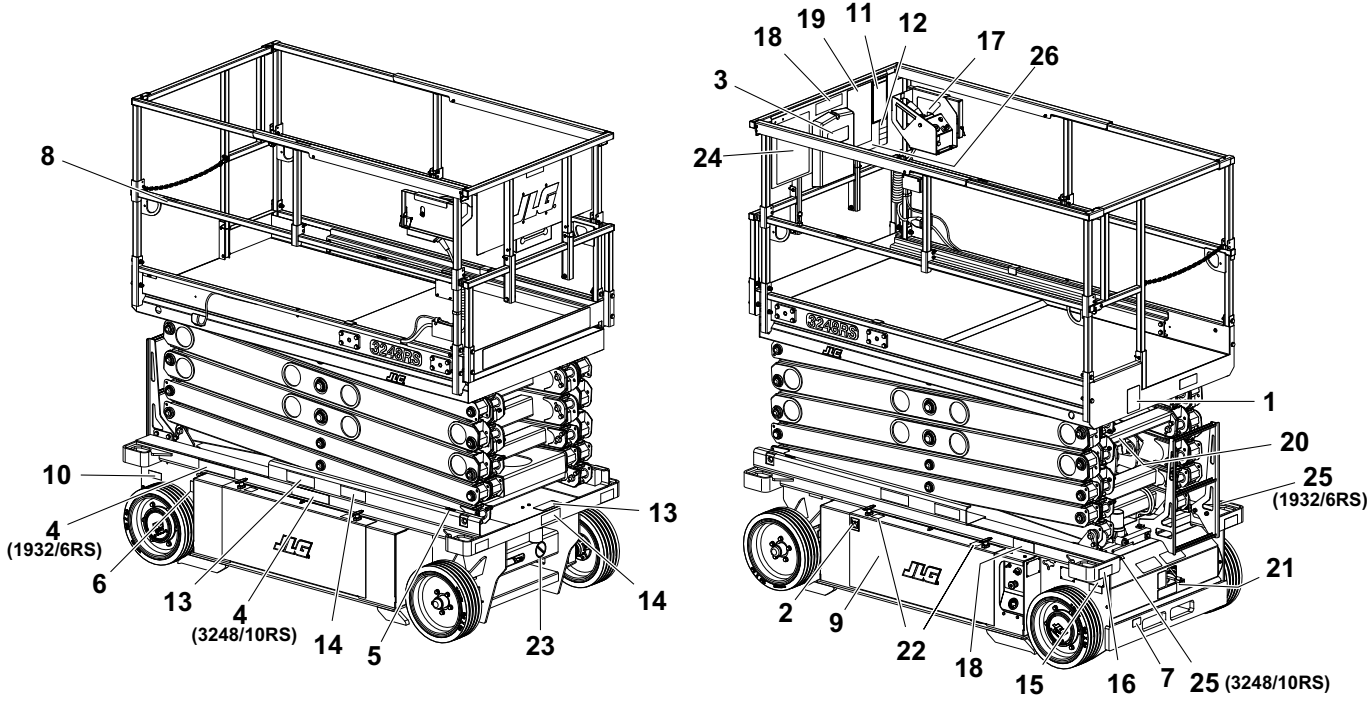

**Figure 6-4. Pose des autocollants sur la machine - Toutes les machines**
**Tableau 6-13. Tableau de pose des autocollants sur la machine (voir la Figure 6-4.)**